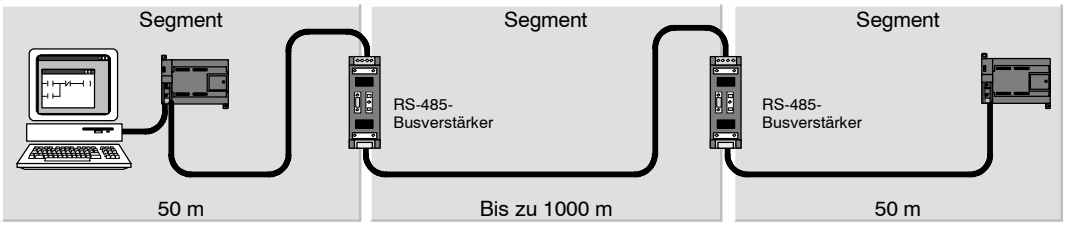

Bild 7-21 Beispiel für ein Netz mit Busverstärkern
- *So erhöhen Sie die Ausdehnung eines Netzes:* Wenn Sie einen Busverstärker in Ihr Netz aufnehmen, können Sie das Netz um 50 m erweitern. Wenn Sie zwei Busverstärker anschließen, ohne dass sich andere Teilnehmer zwischen den Busverstärkern befinden (wie in Bild 7-21), können Sie das Netz auf die maximale Kabellänge für die Baudrate erweitern. Sie können maximal 9 Busverstärker in Reihe in einem Netz einsetzen, doch die Gesamtlänge des Netzes darf 9600 m nicht überschreiten.